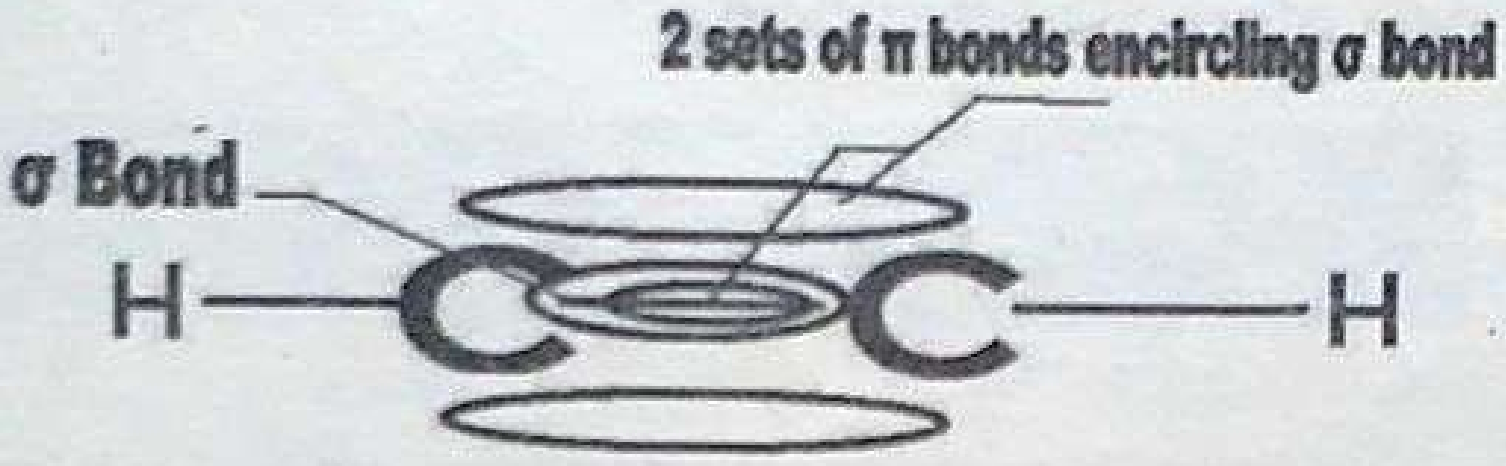

Fig: 16.7
i. In alkynes, there are two π-bonds, the four lobes of which merge to form a single electron cloud. This cloud is cylindrically symmetrical about the internuclear axis and occupies a big volume. (Fig 16.7). Thus electron –density per unit volume becomes low.